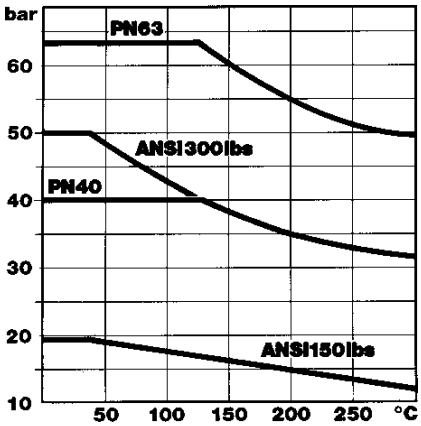

Figure 1: Permissible pressure on seal flange at different temperatures
- seal size standardization (see Figure 1); DN80 or ANSI3" up from measuring ranges 60 mbar DN50 or ANSI2" up from measuring ranges 400 mbar